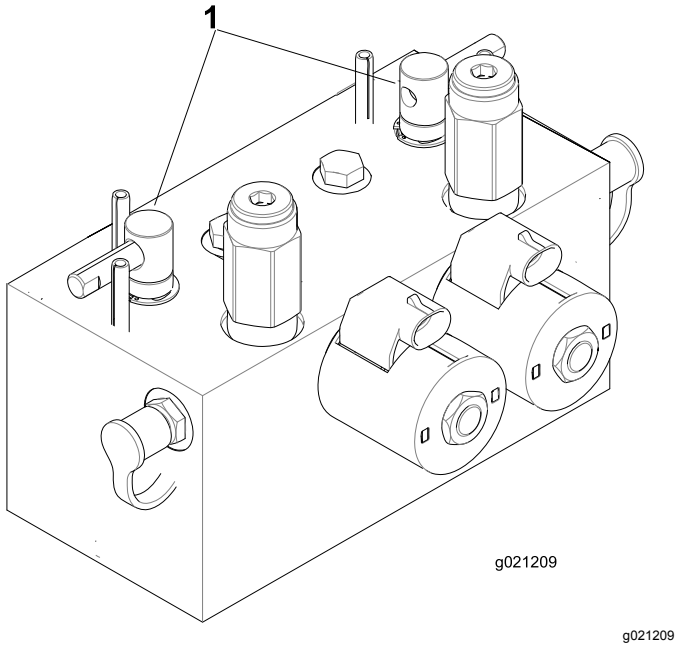

Figur 76
2. Lås sædet op, og løft det, så baglapningshåndtagene bliver tilgængelige (Figur 76).
5. Brug enten forreste, bageste eller begge baglapningshåndtag for at vælge de enheder, som skal baglappes (Figur 76).